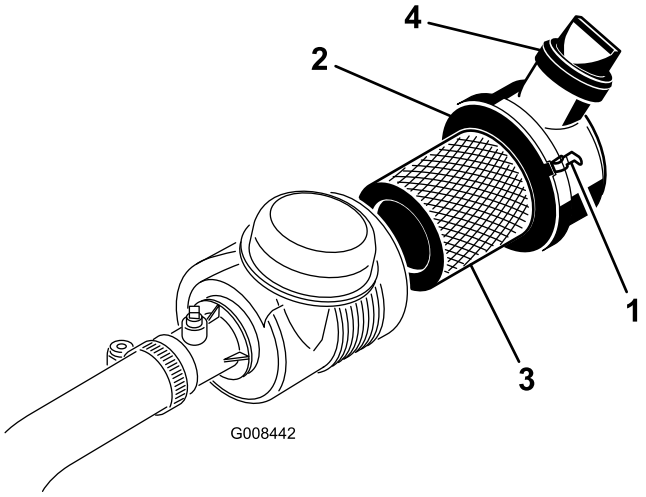

Figur 37
1. Lossa spärrhakarna som håller fast luftrenarkåpan på luftrenarhuset (Figur 37).
6. Sätt tillbaka kåpan och säkra spärrhakarna (Figur 37).